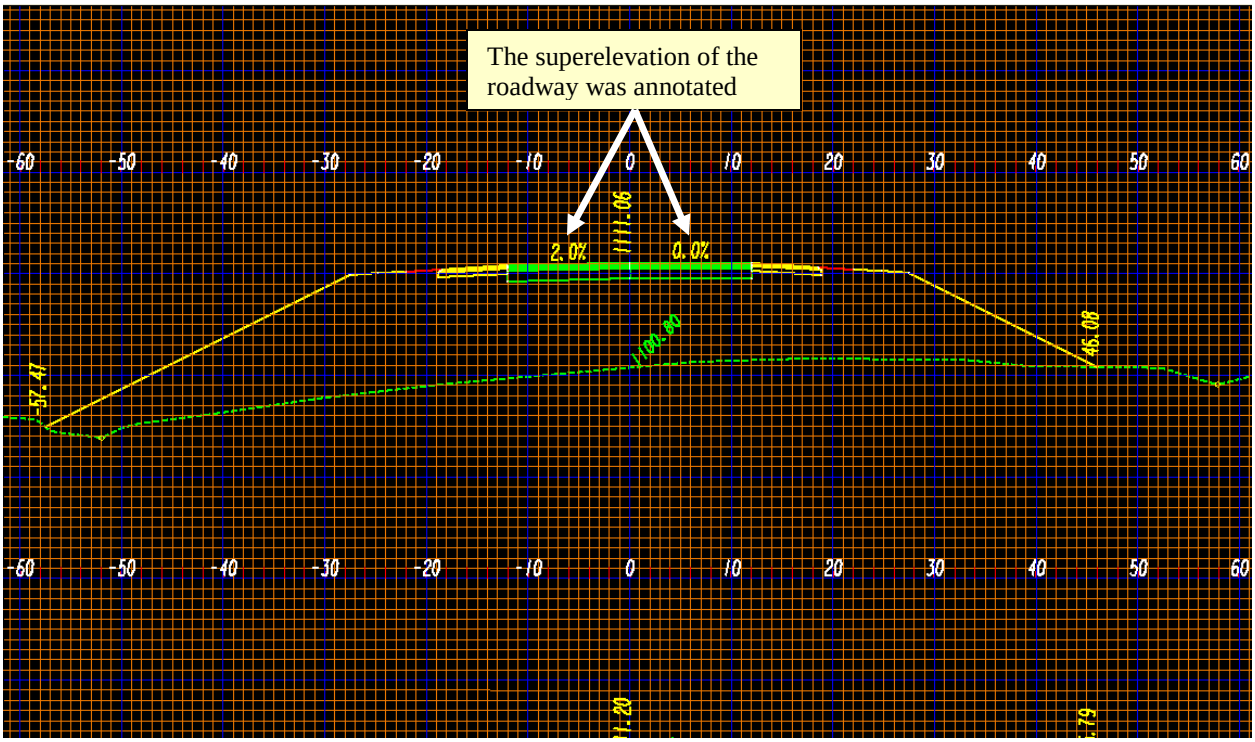

Figure L9-38 MicroStation View Window
- Verify the roadway slopes were annotated as shown in *Figure L9-38*.